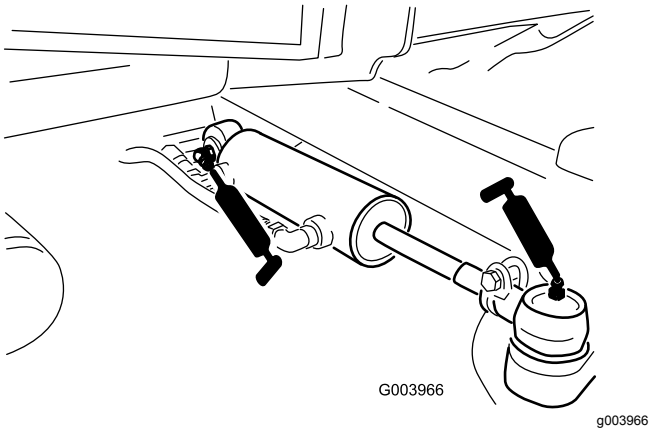

Figuur 70
- Kogelverbindingen van stuurcilinder (2) (Figuur 70)